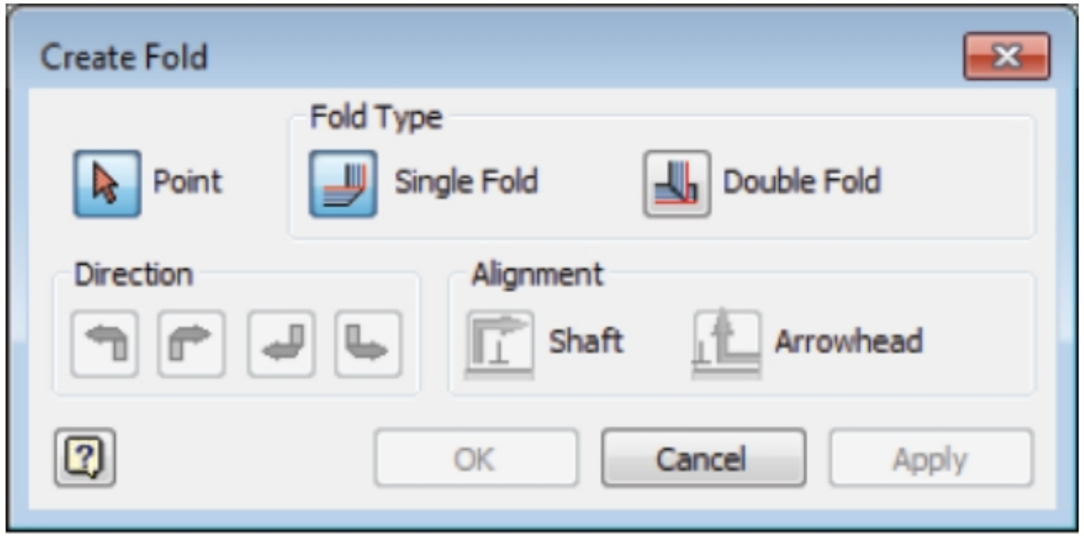

Figure-62. Create Fold dialog box
- Click on the **Create Fold** tool from the **Create** panel in the **Cable and Harness** tab of the **Ribbon**. The **Create Fold** dialog box will be displayed; refer to Figure-62. Also, you are asked to select a point.